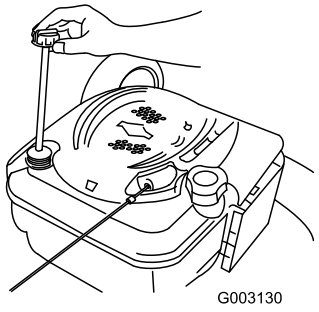

**Figura 34**
2. Togliete l'asta di livello (Figura 34).